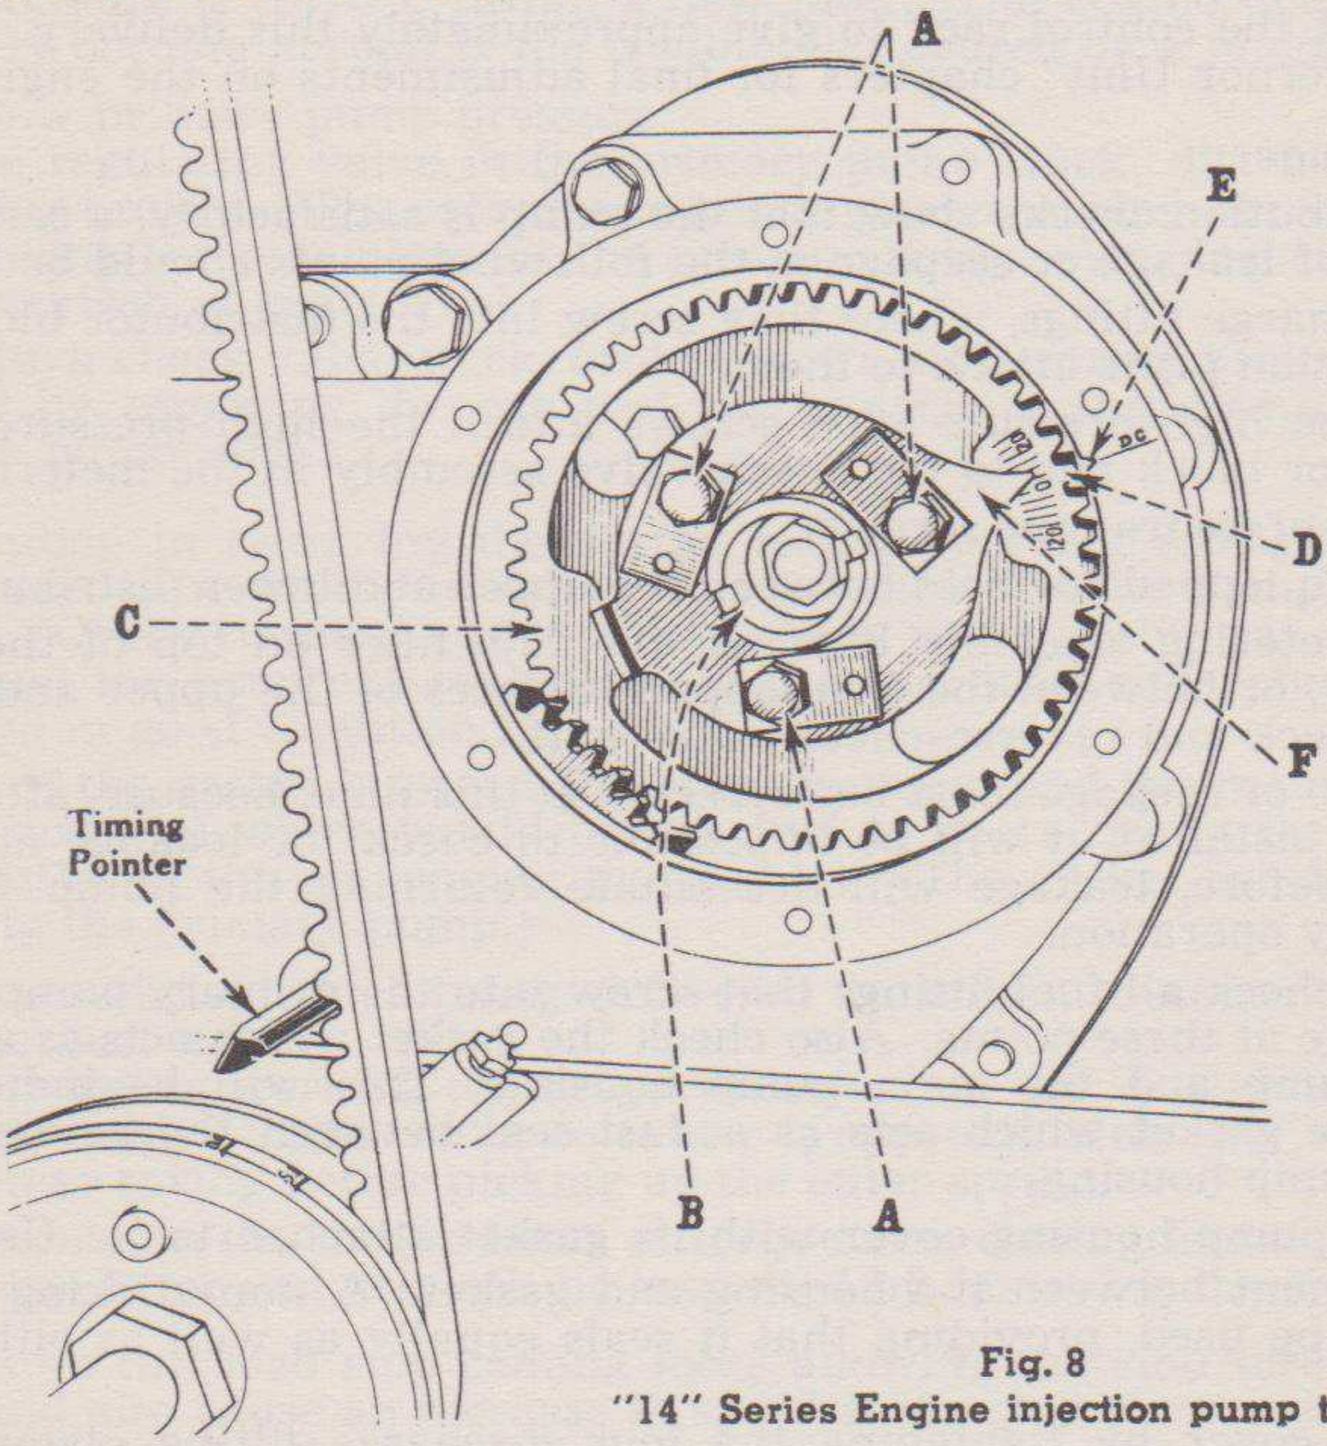

Fig. 8
6. Convert the engine to the gasoline cycle and turn the engine over to No. 1 cylinder top dead center of the compression stroke. The spark should jump the gap if the disconnected spark plug wire is held near the crankcase as the engine is turned so the "DC" mark on the fan drive pulley lines up with the pointer in the crankcase front cover. (Fig. 8.)
7. Remove the small cover on the crankcase front cover, exposing the injection pump gear. ake out the three capscrews "A", Figure 8, from the timing pointer "F" and lift out the timing pointer with the injection pump drive gear "C".
Remove the pump gear cover and remove cap screws "A" holding the hub, gear and pointer together. (See Fig. 8).
To replace the Injection Pump—(See Fig. 8)
To change the location of the indicator, "F", loosen the capscrews "A" holding the indicator and the gear hub "B" to the gear "C" and turn the gear hub "B" until the indicator is at the desired position; then tighten the cap screws "A" (See Fig. 8).